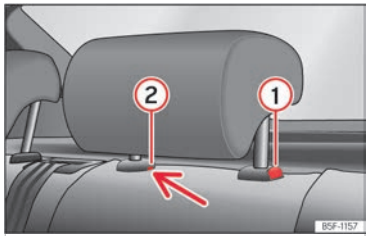

Fig. 100 Apoyacabezas trasero: desmontaje.
- Pulse la tecla ››› fig. 100 ① , apretando a la vez por el orificio del seguro ② con un destornillador plano de máximo 5 mm de anchura y retire el apoyacabezas.